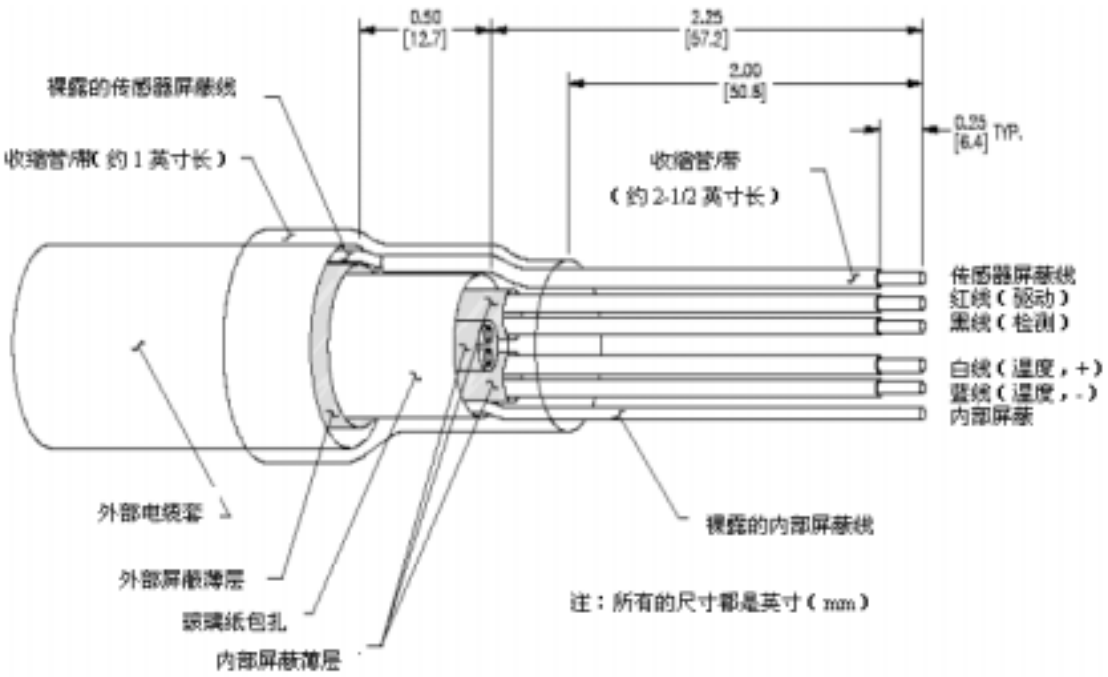

图 2-6　连接电缆接线端详图
要正确地进行连接电缆各线端的接线，参考图 2-6，按照下面这个流程进行：
5. 小心地定位 2-1/2 英寸长的收缩管或者胶带于裸露的传感器屏蔽线距离线端 1/4 英寸，如图 2-6 所示，将其与内部屏蔽线绝缘并区分开。这样做将使 1/4 英寸裸露的屏蔽线露出收缩管或者胶带，从而方便连接。
6. 小心地定位 1 英寸长的收缩管或者胶带于电缆上，如图 2-6 所示以保护全部的线。